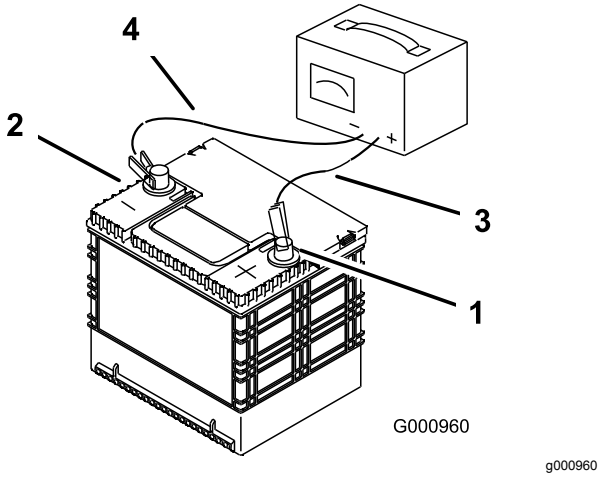

Figuur 62
2. Zodra de accu volledig is opgeladen, haalt u de acculader uit het stopcontact en maakt u vervolgens de oplaadkabels los van de accuklemmen (Figuur 62).